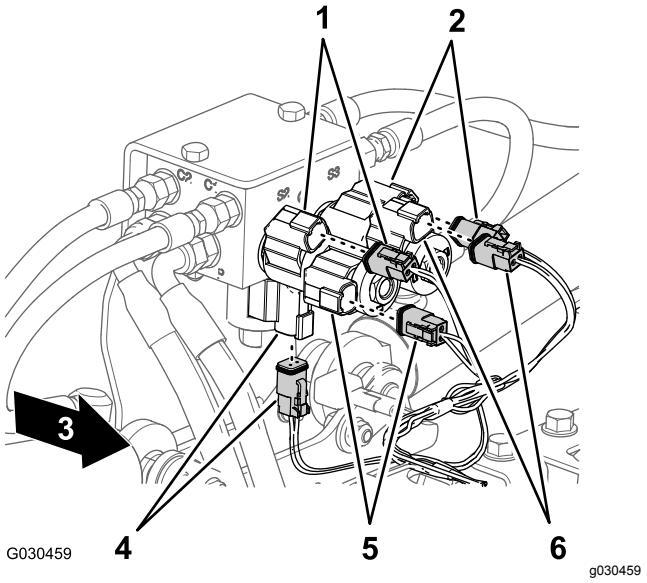

Figur 57
4. På bagsiden af maskinen frakobles de følgende konnektorer med 2 sokler (Figur 57) til løftecylindermanifolden som følger: